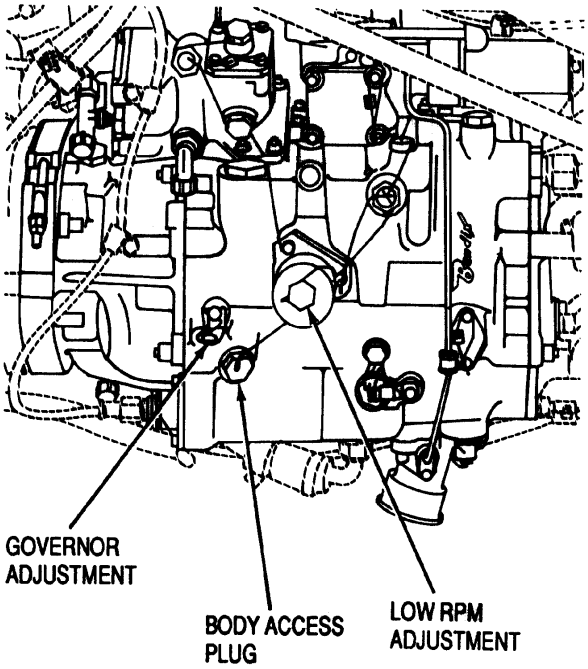

Figure 10. Fuel Control Adjustments
l. If fuel control did not govern within limits as specified in table 10, make a governor adjustment as follows: (See figure 10.)